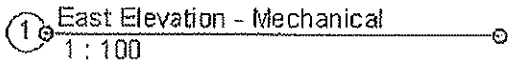

Figure 12–14
- To modify the length of the line under the title name, select the viewport and drag the controls, as shown in Figure 12–14.